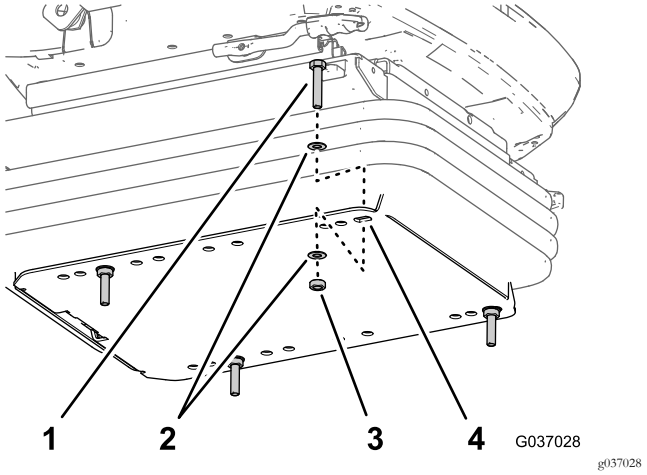

Figura 14
2. Monte los 4 tornillos de caperuza (8 x 40 mm), las 8 arandelas (8 x 17 mm) y las 4 tuercas lisas (8 mm) en los orificios de la brida de la placa inferior (Figura 14) que identificó en el paso 1.